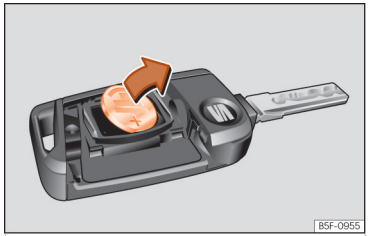

Abb. 46 Fahrzeugschlüssel: Batterie herausnehmen.
- Batterie mit einem geeigneten dünnen Gegenstand aus dem Batteriefach hebeln ››› (Abb. 46).